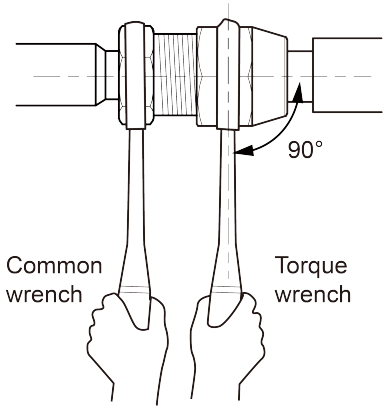

Fig. 4.5
(3) Use torque wrench to twist on the flared nut tightly until the wrench gives out a click sound (Hold the handle of wrench and make it at right angle to the pipe. as in Fig. 4.5).